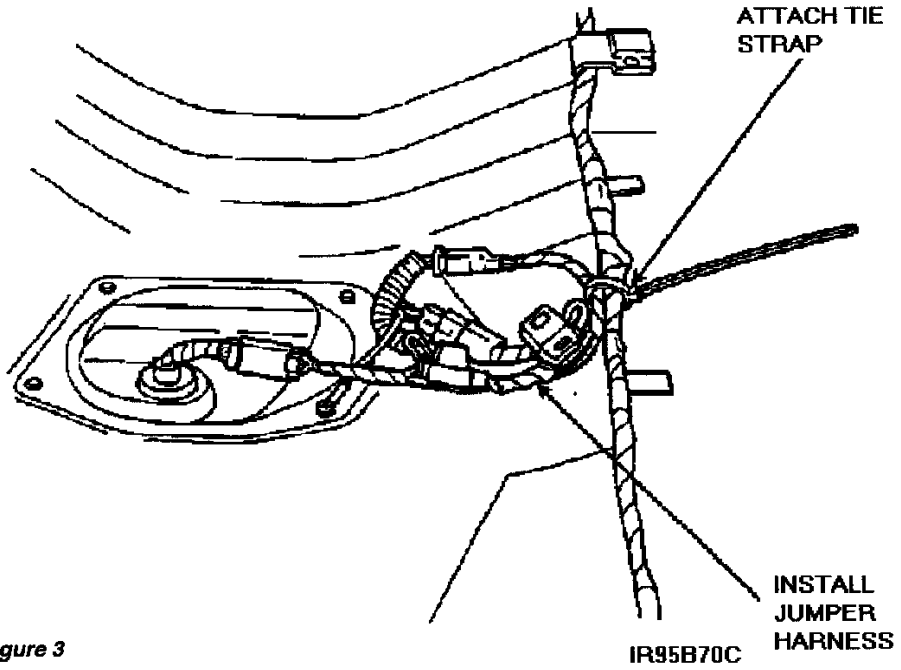

Figure 3
7. Coil and tie-strap the jumper harness to the vehicle wiring harness. See Figure 3.